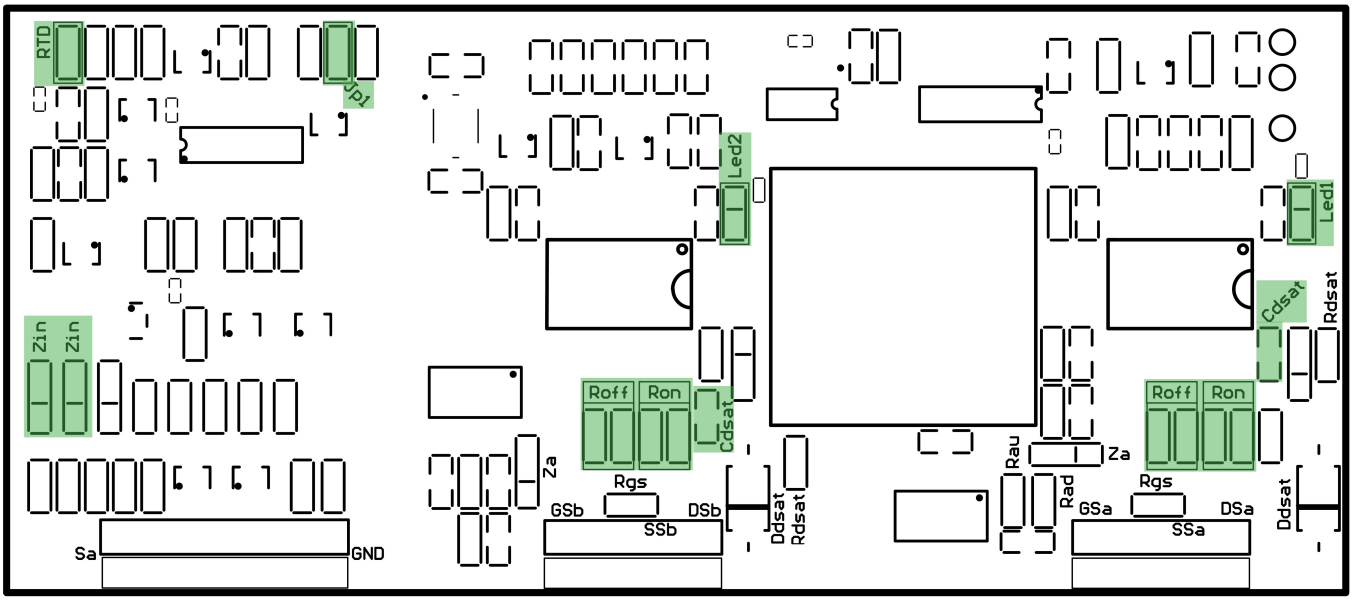
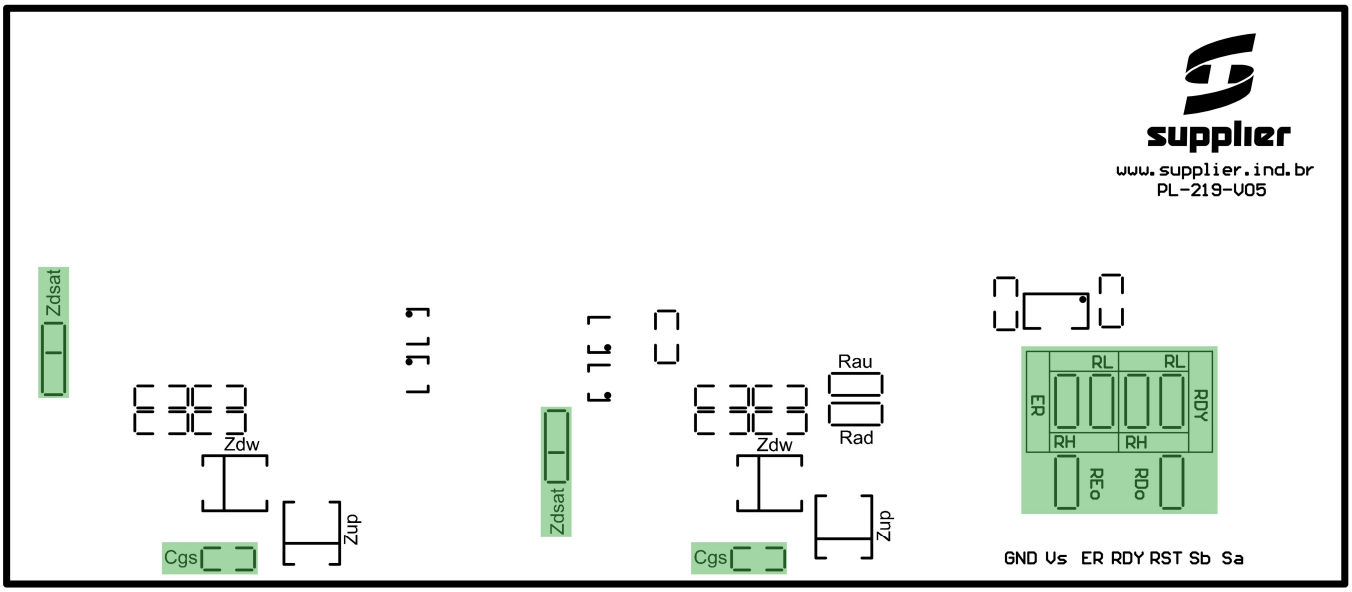

Figura 2: Top Layer do driver duplo DRC350D20A
Figura 3: Botton Layer do driver duplo DRC350D20A
A escolha dos valores deve ser feita com cautela e, inclusive, respeitando os valores máximos de corrente de saída do driver (I_{OUT_H} e I_{OUT_L}). Portanto, o driver duplo DRC350D20A permite que os resistores de gate sejam configurados de forma independente para acionar e bloquear o transistor de potência. Os resistores de gate que auxiliam no acionamento do transistor estão indicados pela legenda Ron, e, para bloqueio, pela legenda Roff, conforme apresenta a Figura 2. O espaço reservado para esta aplicação comporta dois resistores SMD (0805) em paralelo, o que permite maior flexibilidade na configuração do valor da resistência desejada.
O *driver duplo DRC350D20A* faz o monitoramento da tensão *drain-source* do transistor de potência com o objetivo de realizar a proteção de desaturação/sobrecorrente. A proteção de desaturação/sobrecorrente atua quando a tensão entre os terminais de *drain* e *source* (V_{DS}) ultrapassa o valor previamente configurado, enquanto o sinal de *gate* do transistor estiver no estado alto. Quando isso acontece, o driver entra em estado de proteção, comandando os transistores de potência a bloquear e identificando o estado de proteção através dos Leds 1 e 2 (Figura 2) e do sinal de erro (nível lógico baixo no pino ER). Ambos os transistores são bloqueados através do circuito de interlock, independentemente de qual interruptor identificar a sobretensão em V_{DS}. Para configurar a proteção de sobrecorrente, inicialmente, é necessário verificar o valor de tensão entre *drain* e *source* (V_{DS}) em relação ao valor máximo de corrente que se pretende no transistor de potência, conforme especificado no datasheet do componente. Essa tensão é definida como V_{DSsat} e, a partir desse valor, escolhe-se um diodo Zener que atenda à condição de:
Os diodos Zeners devem ser posicionados em Zdsat, conforme indicados na Figura 3, para ambas as saídas. Caso não seja selecionado nenhum valor para o diodo Zener, deve ser utilizado um resistor de 0 Ω, evitando que os terminais de Zdsat fiquem em aberto e definindo um valor máximo de operação para V_{DSsat} de 5,6 V. Nessa situação, a proteção de sobrecorrente permanece ativa. Para desativar a proteção de sobrecorrente deve-se manter em aberto os terminais de Zdsat, o capacitor Cdsat (indicado na Figura 2) deve ser removido e substituído por um resistor de 10 Ω.
onde, t_{cg} é o tempo cego desejado e V_{dsat} é a tensão de referência da desaturação (especificada na Tabela de Características Gerais). Os capacitores de ajuste de tempo cego devem ser posicionados em Cdsat, conforme indicados na Figura 2, para ambas as saídas.
Os espaços destinados ao resistor RTD e ao jumper JP1 estão indicados na Figura 2.
RDY (4): Pino de saída do sinal de RDY. Apresenta +15 V quando **NÃO** há falha. Em estado de proteção de subtensão, apresenta 0 V (ativo em baixo). Por padrão, a saída de RDY é estabelecida em +15 V (RDo em aberto), mas pode ser alterada para +5 V colocando um resistor de 2,7 kΩ em **RDo**, conforme mostra a Figura 3. Preferencialmente, esse pino deve ser conectado a uma alta impedância, sob pena de mau funcionamento.
ER (5): Pino de saída do sinal de Erro. Apresenta +15 V quando **NÃO** há erro. Em estado de proteção de sobrecorrente, apresenta 0 V (ativo em baixo). Por padrão, a saída de ER é estabelecida em +15 V (REo em aberto), mas pode ser alterada para +5 V colocando um resistor de 2,7 kΩ em **REo**, conforme mostra a Figura 3. Preferencialmente, esse pino deve ser conectado a uma alta impedância, sob pena de mau funcionamento.
Obs.: Os sinais de RDY e de Erro podem ter sua lógica invertida (ativo em alto), ou seja, permanecendo em 0 V caso o driver esteja operando normalmente e, em +5 V ou +15 V, caso o driver apresente alguma falha. Para a inversão dos sinais de saída, os resistores de 0 Ω posicionados em RH devem ser realocados para RL, ou seja, abrindo os contatos de RH e curto-circuitando os terminais de RL. A Figura 3 mostra a localização dos resistores RH e RL para os sinais de RDY e Erro.